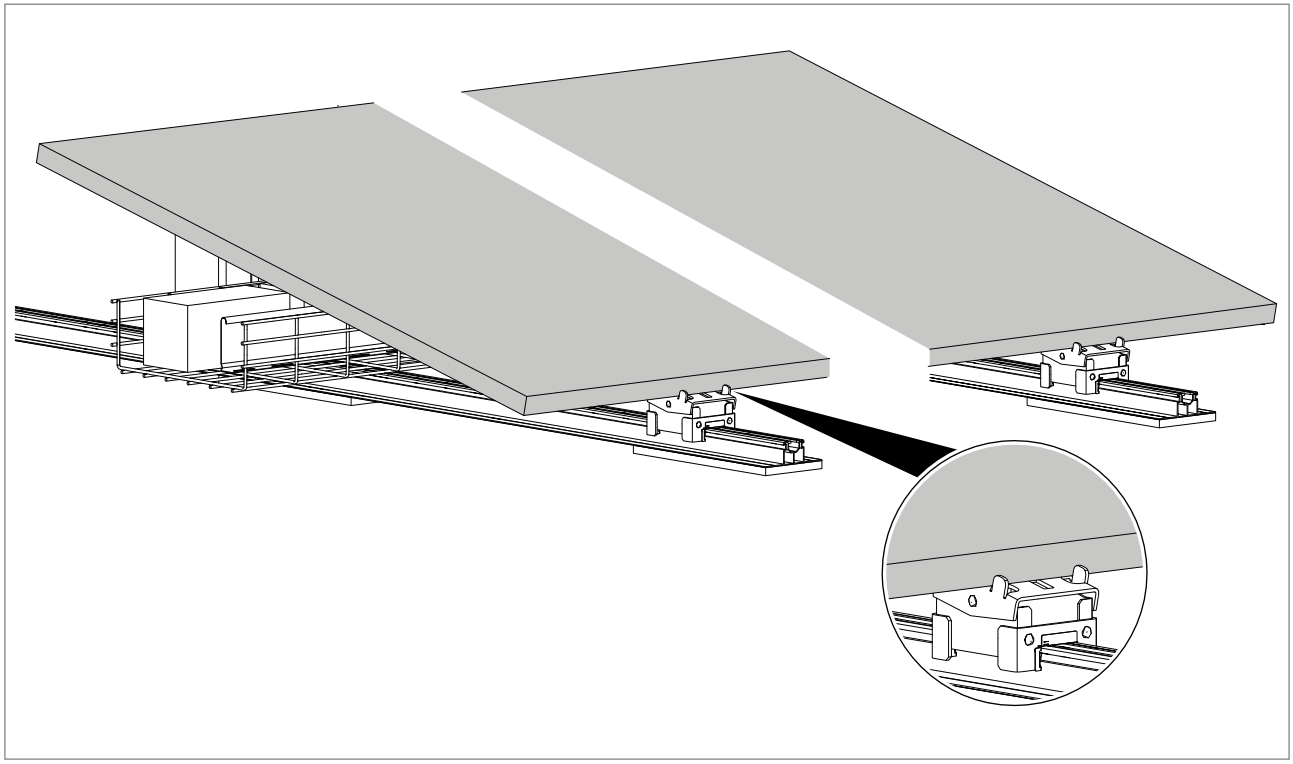

**Abb. 28:** PV-Modul bei Befestigung oben/unten auflegen
**Hinweis!** *Um ein Abrutschen der PV-Module bei der Montage zu vermeiden, sind an den kurzen Stützen STK und STK AD Haltelaschen angearbeitet (siehe auch „Abb. 28: PV-Modul bei Befestigung oben/unten auflegen“ auf Seite 33).*